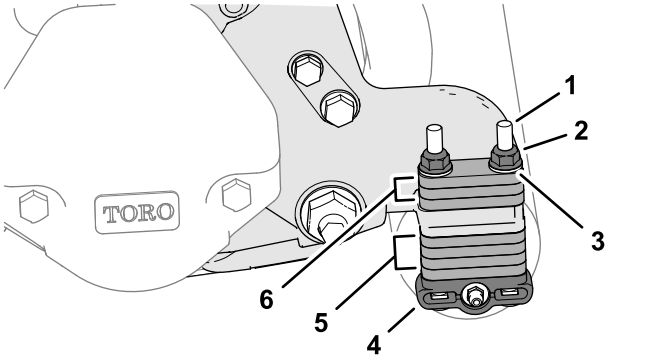

Figura 13
3. Coloque los espaciadores determinados en el paso 2 en el soporte del rodillo trasero (Figura 13) con los 4 pernos de cuello cuadrado (5/16" x 4").
Nota: Utilice los espaciadores, los pernos de cuello cuadrado y las tuercas (Figura 13) incluidos en el kit para la configuración de alturas de corte de más de 25 mm.
4. Coloque los espaciadores, los soportes del rodillo trasero y los pernos de cuello cuadrado en las bridas de las chapas laterales izquierda y derecha (Figura 13).
5. Monte los espaciadores restantes en los pernos de cuello cuadrado (Figura 13), encima de las bridas de las chapas laterales (posición de almacenamiento).
6. Sujete el rodillo trasero y los suplementos a la unidad de corte con las 4 arandelas que retiró en el paso 1 y las 4 contratuercas con arandela prensada (Figura 13).